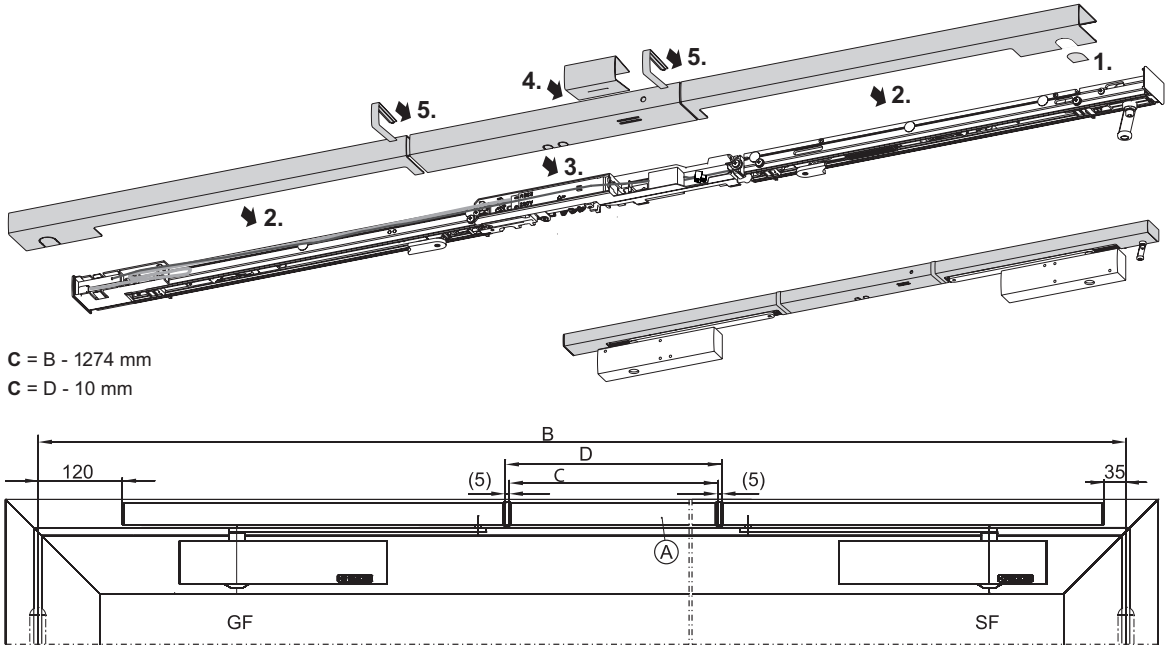

Fig. 6.12.1
- Shorten adjustable-size middle cover panel „A“ to size „C“ (**Fig. 6.12.1**).